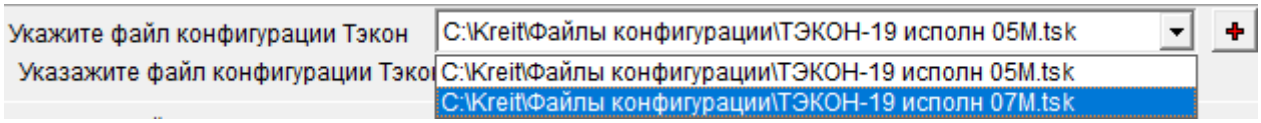

Рисунок 43 – Выбор добавленного ранее файла конфигурации
– выбрать файл, загруженный в программу ранее – отжать кнопку  и выбрать файл конфигурации в выпадающем списке (см. рисунок 43).